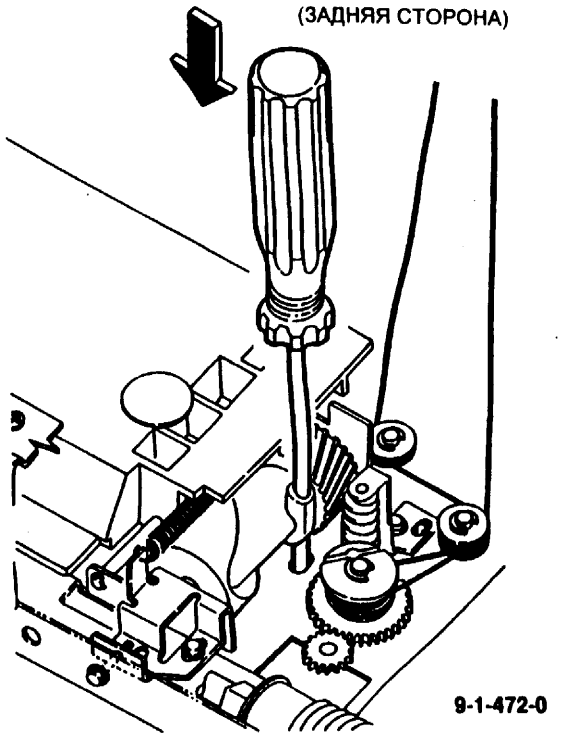

Рис. 2 Выравнивание зеркала относительно корпуса
4. (Рис. 2) Вставьте крестообразную отвертку в отверстие центровки в червячной передаче, чтобы удостовериться, что оно правильно выровнено относительно соответствующего отверстия в корпусе аппарата. Если они выровнены правильно, выньте отвертку, верните аппарат в режим нормальной работы и выйдите из процедуры регулировки. Если же нет, выполните **Регулировку степени воспроизведения размера изображения B.**